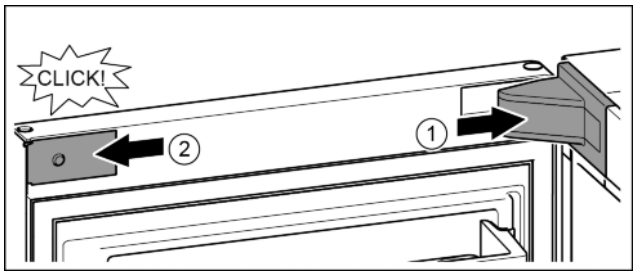

Fig. 24
▶ Position the cover and click into place, if necessary, push apart carefully. *Fig. 24 (1)*
▶ Position the cover on the side and click into place. *Fig. 24 (2)*